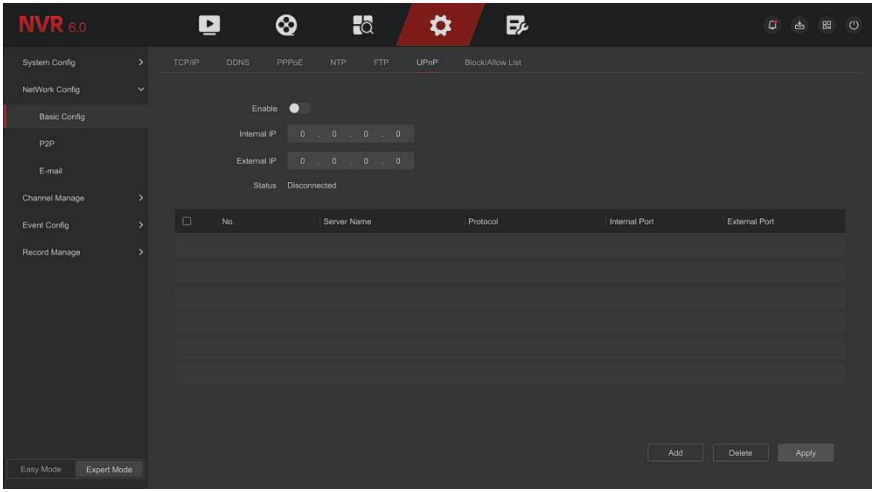

Figure 5-69
Step 1: On the main menu page, click "Config → Expert Mode → Network Config →Basic Config → UPnP" to enter theUPnP interface, as shown in Figure 5-69.